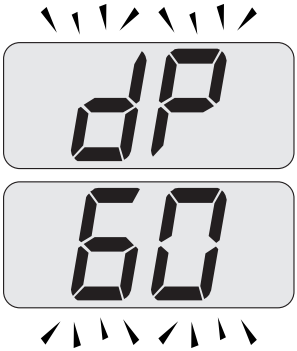

Figura 9.25
- Premendo ulteriormente il tasto 20 è possibile variare nuovamente la potenza in modalità spazzacamino: con visualizzazione sul display LCD delle lettere **dP** che si alternano con il valore di temperatura dell'acqua di riscaldamento (es.**60**), siamo "funzione spazzacamino" alla potenza massima in sanitario" (Figura 9.25);